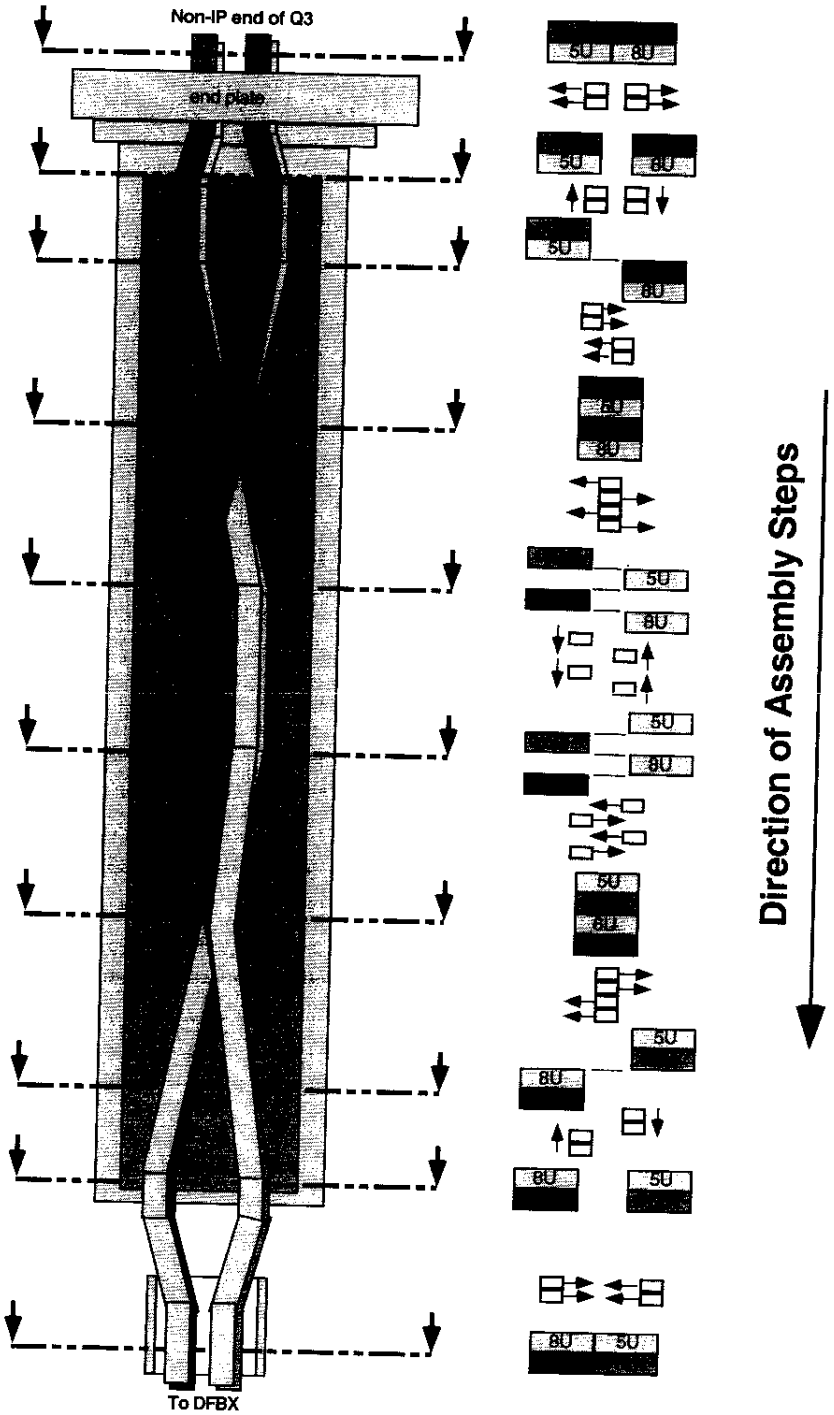

Figure 15.1-A
15.1 Route Non-IP End cables into crossover assembly on Non-IP End as shown in figure 15.1-A.